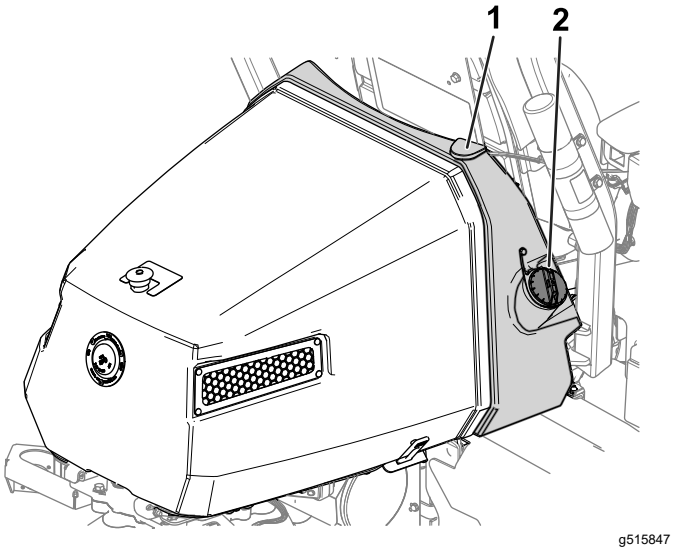

Figuur 26
2. Reinig de omgeving van de dop van de brandstoftank en verwijder de dop (Figuur 26).